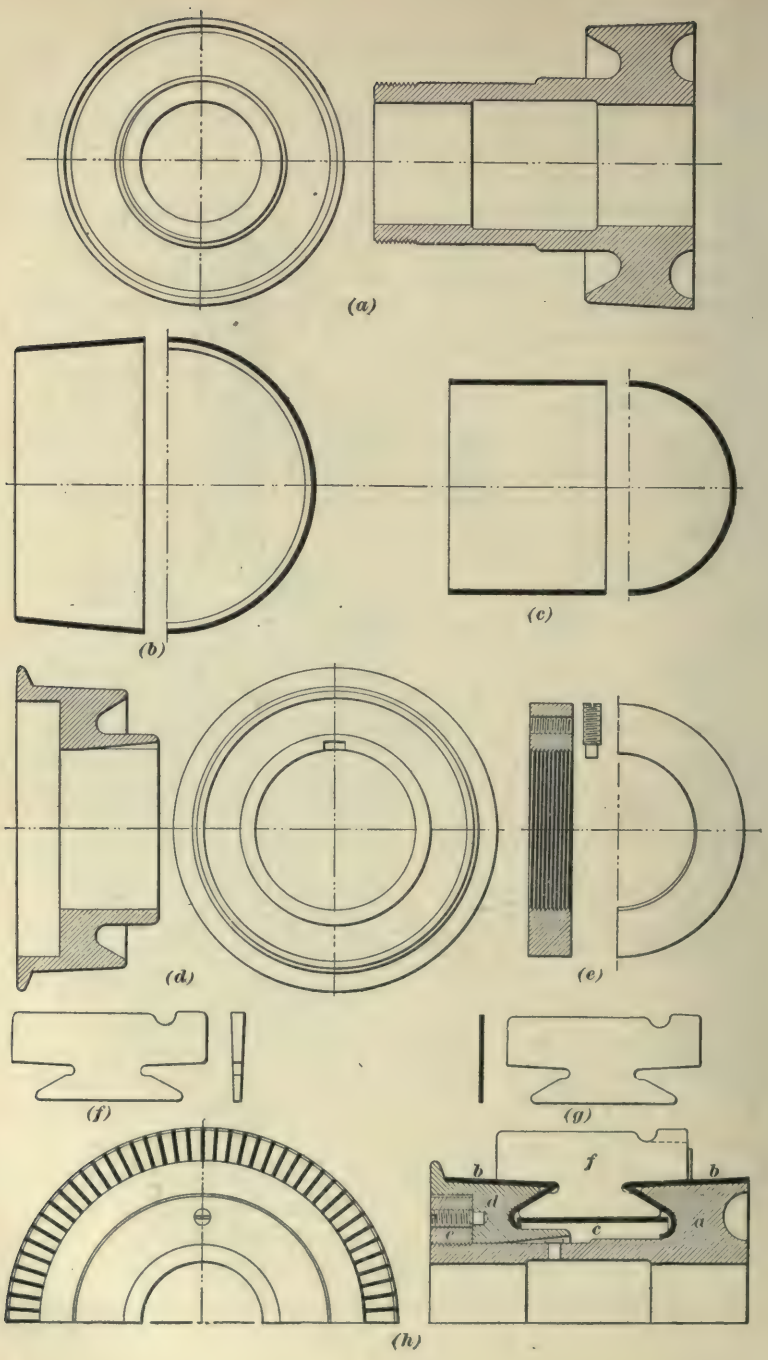
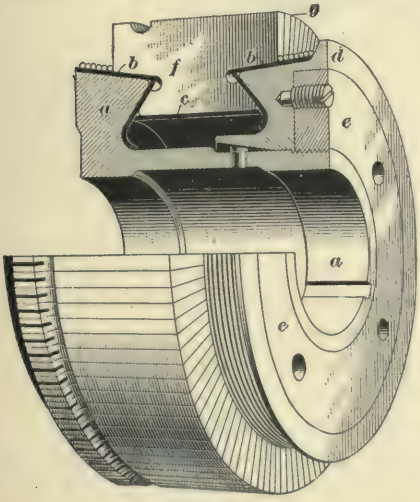

FIG. 10.
FIG. 11.
**6. Construction of Commutator.**—Fig. 10 (*a*), (*b*), (*c*), (*d*), (*e*), (*f*), (*g*), and (*h*) show the parts of which a G. E. 1000 commutator is made up; (*h*) shows the location of the various parts after the commutator is put together. (*a*) is the shell proper and it must be made of steel, brass, or malleable iron, so that it will not crack when it is put under the pressure necessary to hold the bars and bodies in place; (*b*) is a mica cone ring that fits into the head of shell, as shown at *b* in the assembled view (*h*); (*c*) is a mica sleeve that slips under the segments, as shown at *c* in (*h*); (*d*) is a cone ring made of the same stuff as shell (*a*); this cone ring goes on to the shell to form its other head, and, after receiving a mica cone ring like (*b*), is shoved home against the end of the bars and bodies by means of a nut (*e*), which threads on to the shell (*a*). One of the bars is shown at (*f*), and (*g*) shows one of the mica insulations used between the bars. Fig. 11 shows these several parts put in place,